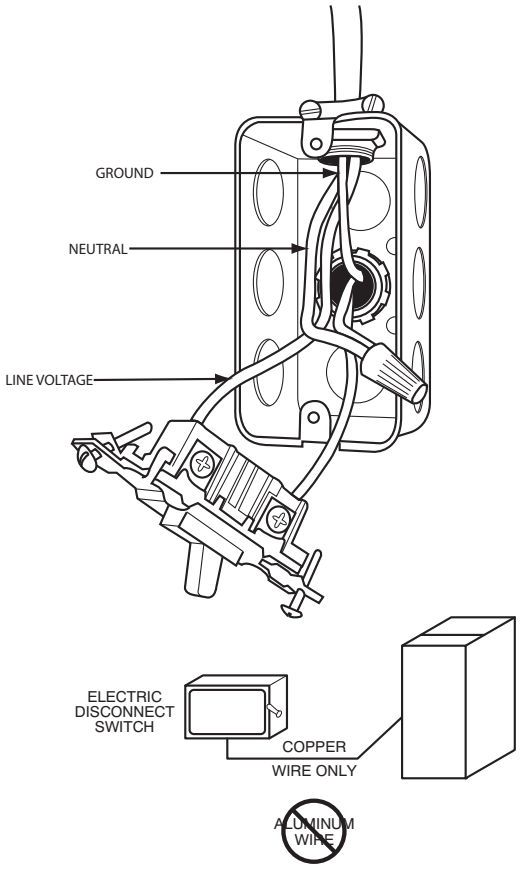

Fig. 34 - Field-Supplied External Electrical Box on Furnace Casing
1. Drill two (2) 1/8-in. (3 mm) pilot holes through the dimples in the furnace casing near the 7/8-in. knock-out on the side of the casing. Do not remove the knock-out in the side of the casing.
9. Connect field power and neutral leads to furnace power leads inside the external electrical box as shown in Fig. 34.